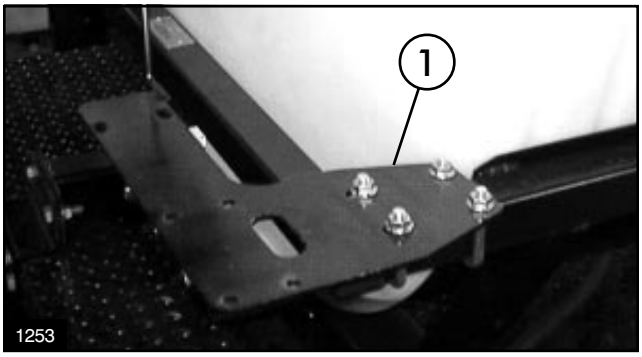

FIG. 7
1. Secure the Valve Plate to the rear bar of the Saddle Assembly using (2) U-Bolts and (4) 5/16” flange nuts. See FIG. 7.